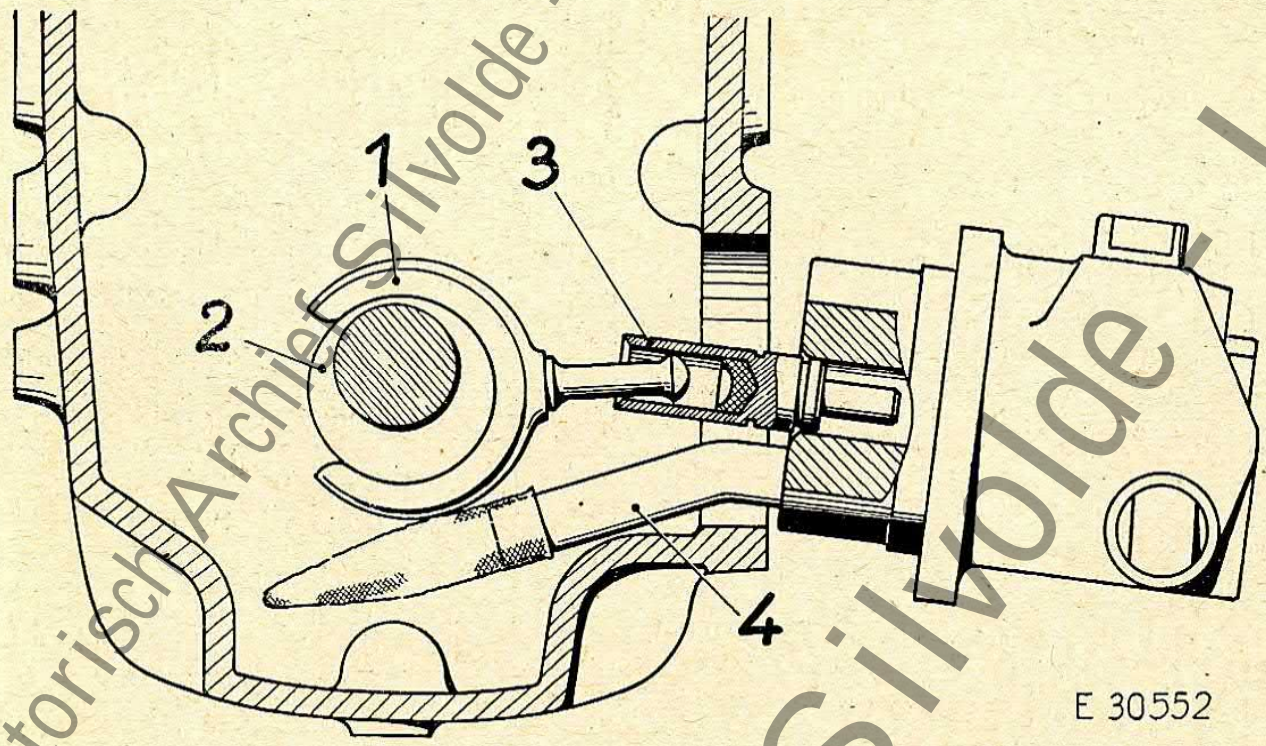

Bild 2
2. Die beiden Pumpenpleuel (1, Bild 2) durch diese Öffnung auf die beiden Exzenter (2) der vorderen Zapfwelle aufschieben.
3. Die Pumpenkolben (3) auf diese Pleuel aufstecken, so daß sie auf der Kante der Öffnung aufliegen.
4. Die Dichtung für die Pumpe um die Öffnung legen und die Pumpe so einführen, daß das Ölansaugrohr (4) aufder Kante der Öffnung aufliegt; dann die Pumpenkolben mittels Schraubenzieher so dirigieren, daß sie sich in die entsprechenden Bohrungen der Pumpe einschieben. Die Pumpe sodann gegen das Getriebe drücken und an der Zapfwelle spielen oder drehen, bis sich die Pleuel auf den Exzenter eingespielt haben und die Pumpe sich leicht in die Bohrung bis zum satten Anliegen schieben